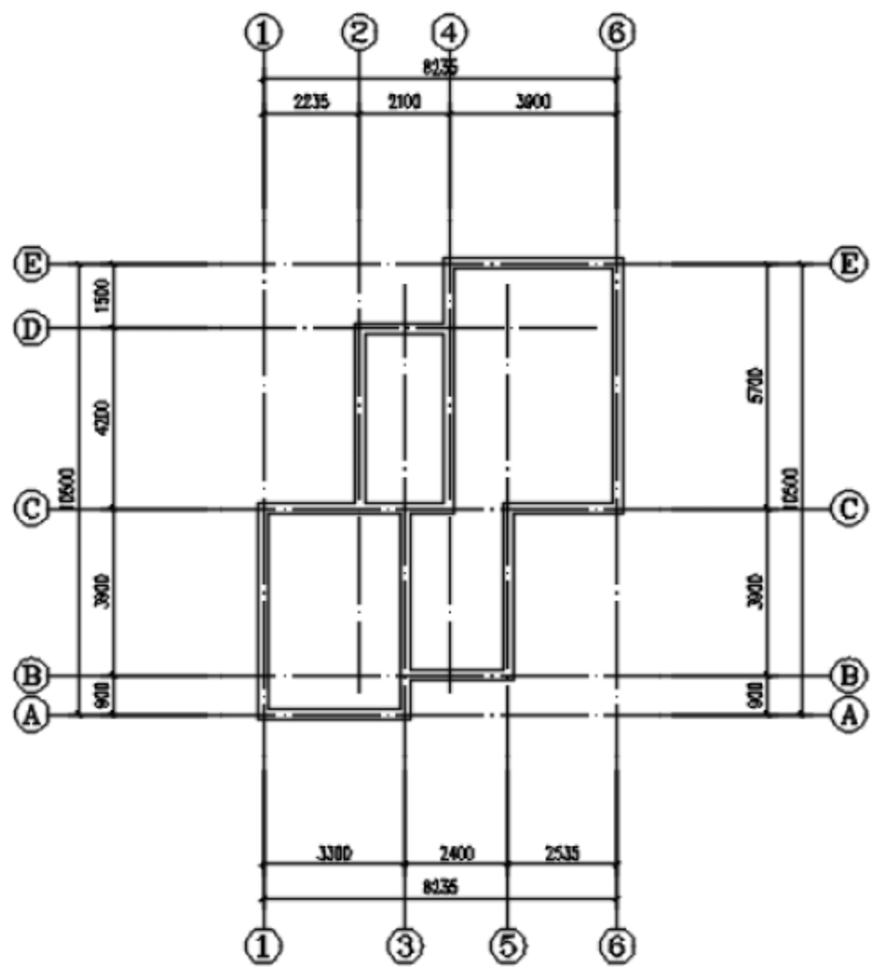

图 3-2　绘制墙体
绘制的墙体如图 3-2 所示。
(2) 继续绘制墙体,宽度为 240,墙高为 3300 的内墙,对话框如图 3-5 所示,最终结果如图 3-2 所示。
(3) 保存图形。将图形以“绘制墙体.dwg”为文件名进行保存。命令行提示如下。